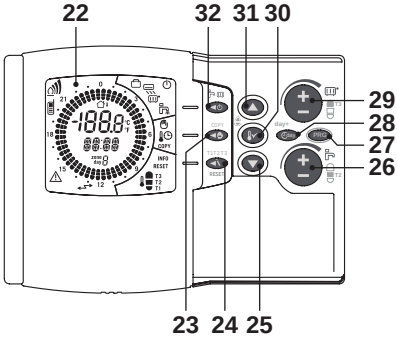
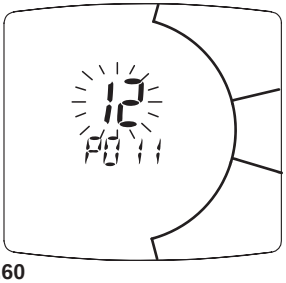
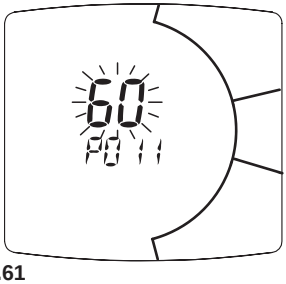

Figura 5.57
Figura 5.60
Figura 5.61
- Scorrere i vari parametri utilizzando il tasto 26 in Figura 5.57 fino a far apparire sul display LCD le lettere **P011** con sopra il relativo valore del parametro **12** che lampeggia, indicante l'entrata nel "parametro 11" (Figura 5.60).
- Modificare il SET programmato agendo sul pulsante 29 in Figura 5.57 fino a visualizzare un **set di 60**, aspettare che il numero programmato cominci a lampeggiare (Figura 5.61).